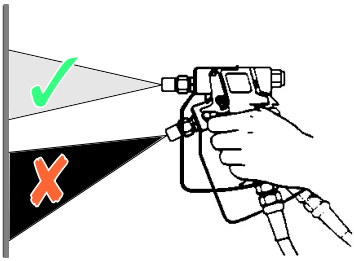

Rys. 11: Kąt natrysku
- Trzymać pistolet natryskowy pod kątem prostym (90°) do powlekanej powierzchni. Trzymanie pistoletu natryskowego pod innym kątem do powierzchni powoduje powstawanie nierównomiernej i pokrytej plamami powłoki (patrz Rys. 11).